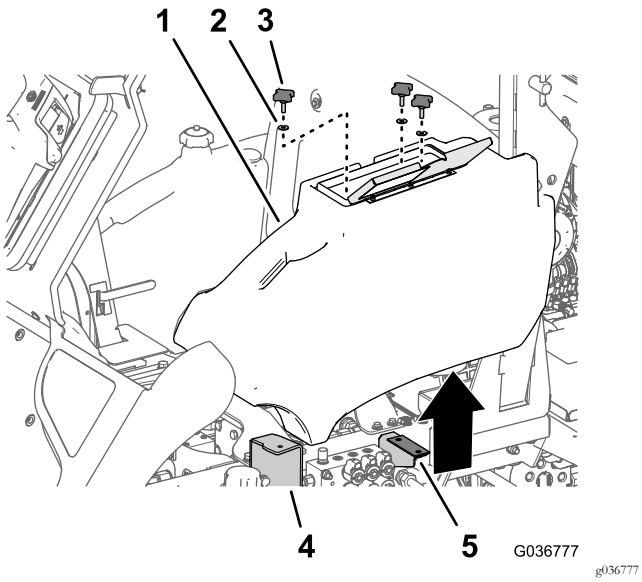

Figur 7
1. Åpne dekselet til oppbevaringsrommet (Figur 7).
2. Løsne og fjern de tre knottene og skivene som fester rommet til flensen til trinnet og oppbevaringsrombraketten (Figur 7).